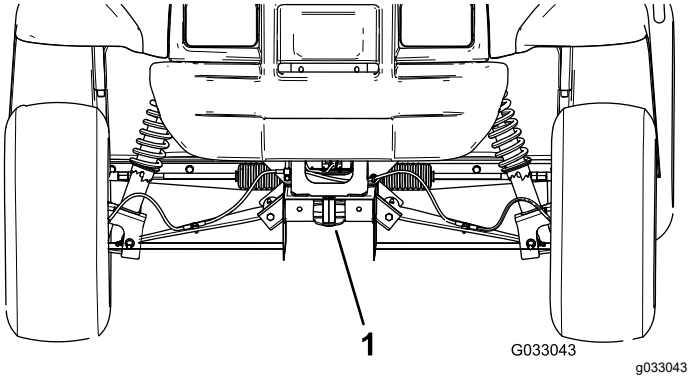

Figur 19
- Lyftpunkten framtill på maskinen sitter på ramens framsida under dragöglan (Figur 19).